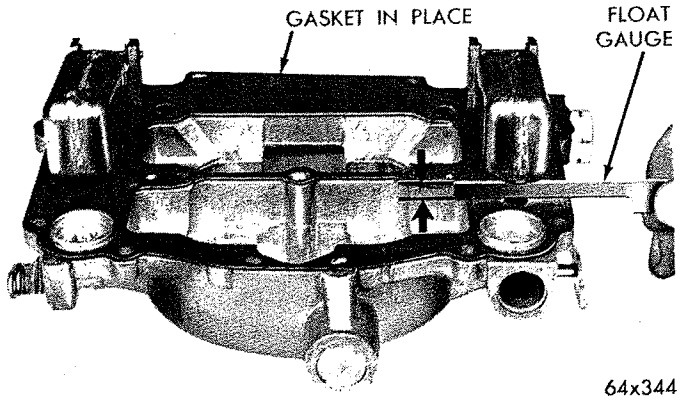

*Fig. 10—Checking Float Height*
(1) With air horn inverted, air horn gasket in place and the float needle seated, slide float gauge (refer to specifications for carburetor being worked on) between top of the float (at outer end) and air horn gasket, as shown in (Fig. 10). Float should just touch gauge (T109-106).
(2) Check other float in same manner. If an adjustment is necessary, bend float arm using Tool T109-22, until correct clearance has been obtained. After bending arm, recheck the float alignment.